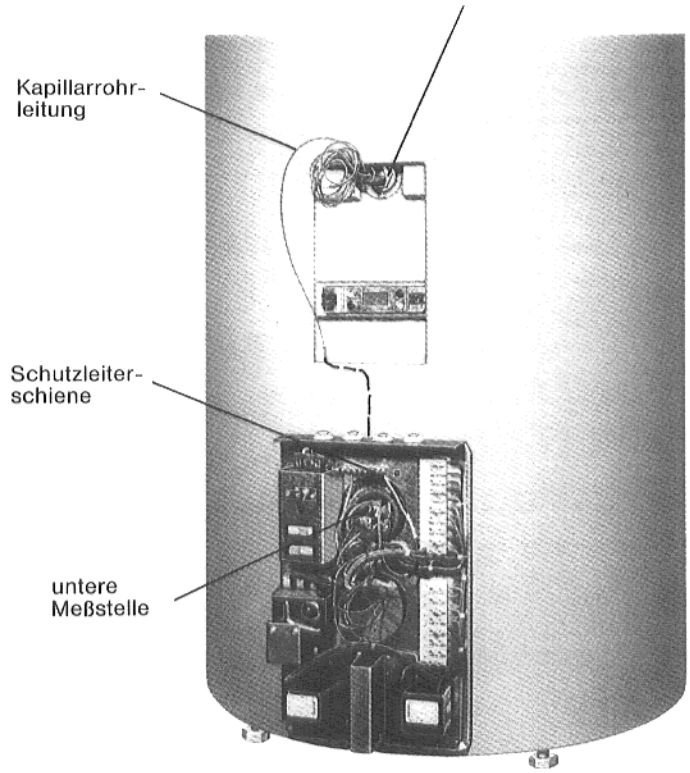

Abb. 9
13. Erdungskabel an Schutzleiterschiene anschließen (Abb. 9).